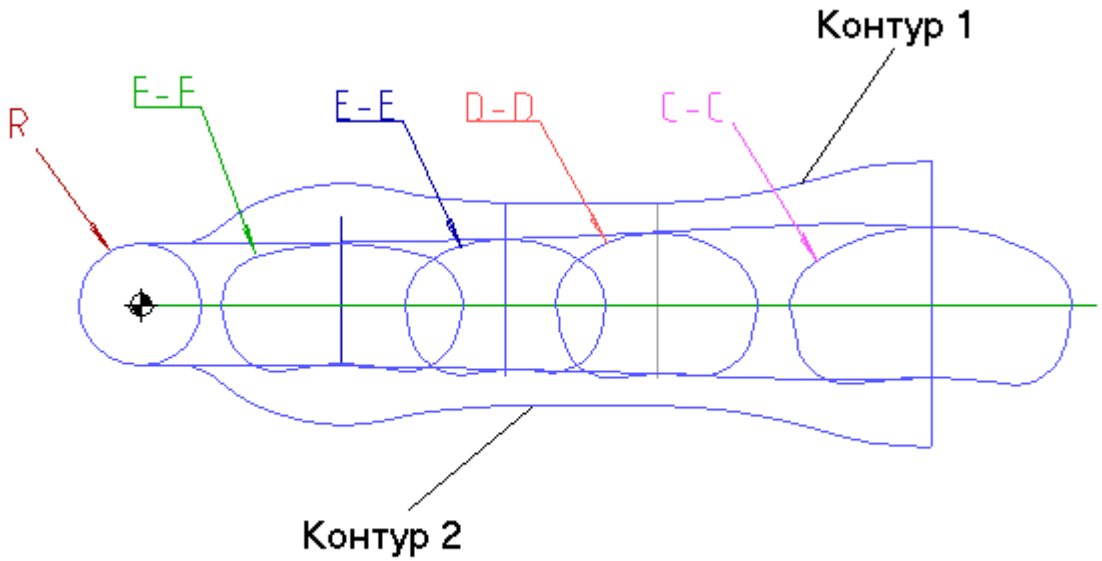

Рис. 44
Перейдём в **3D - редактор**. Для этого нажмите кнопку 2D. Сделаем поворот сечений **F-F,** **E-E, D-D, C-C** и окружности **R** на 90 градусов. Укажите пункт **«Преобразования»** → **«Поворот R»** . Укажите окружность **R,** подтвердите правой, затем левой кнопкой мыши. Укажите ось окружности, подтвердите левой кнопкой мыши, выберите направление стрелки правой кнопкой мыши и подтвердите левой кнопкой мыши. Задайте угол поворота 90 градусов и число новых объектов (0). Аналогично проделайте с сечениями F-F, E-E, D-D и C-C. (Рис. 44)
Сделаем поворот **контура 1 и контура 2**. Укажите пункт **«Преобразования»** → **«Поворот** Укажите **контур1** (Рис. 44) и подтвердите правой, затем левой кнопкой мыши. Укажите ось контура, подтвердите левой кнопкой мыши, выберите направление стрелки правой кнопкой мыши и подтвердите левой кнопкой мыши. Задайте угол поворота **90** градусов и число новых объектов (0). Аналогично проделайте с **контуром 2.**